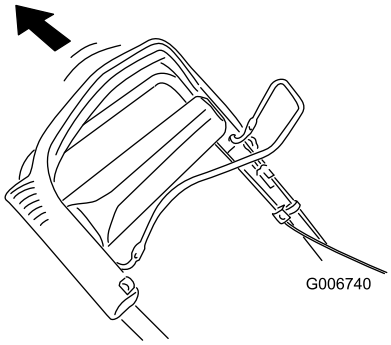

Figuur 24
2. Trek de bovenste handgreep zo ver mogelijk naar achteren (Figuur 24).